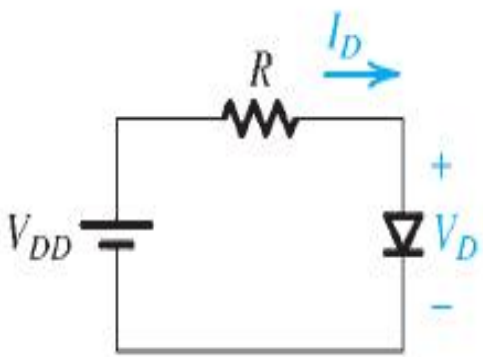

Figure 4.10 A simple circuit used to illustrate the analysis of circuits in which the diode is forward conducting.
*4.32 Consider the graphical analysis of the diode circuit of Fig. 4.10 with $V_{DD} = 1$ V, $R = 1$ kΩ, and a diode having $I_S = 10^{-15}$ A. Calculate a small number of points on the diode characteristic in the vicinity of where you expect the load line to intersect it, and use a graphical process to refine your estimate of diode current. What value of diode current and voltage do you find? Analytically, find the voltage corresponding to your estimate of current. By how much does it differ from the graphically estimated value?